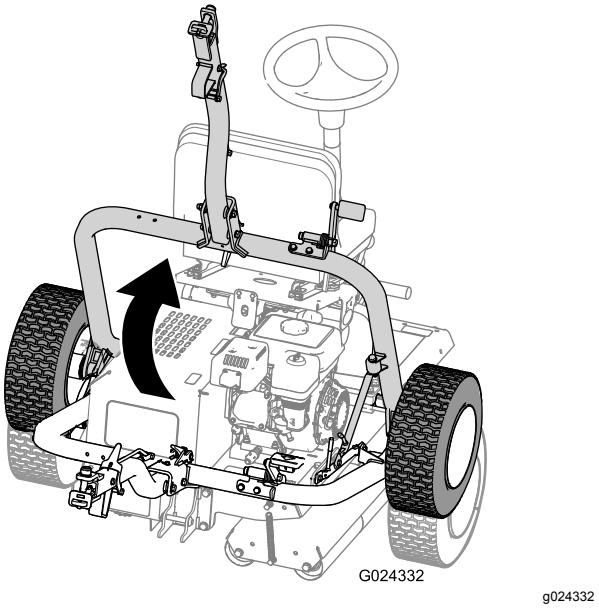

Rysunek 29
D. Unieść hak (Rysunek 29) tak, aby dźwignia haka została zablokowana przez zapadkę boczną (Rysunek 25).